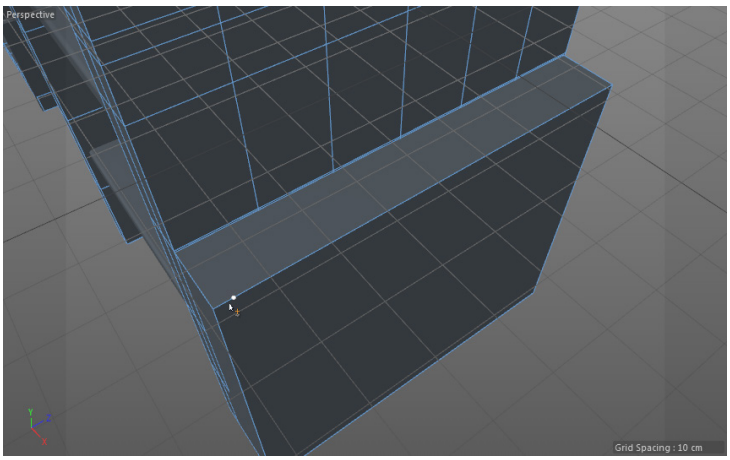
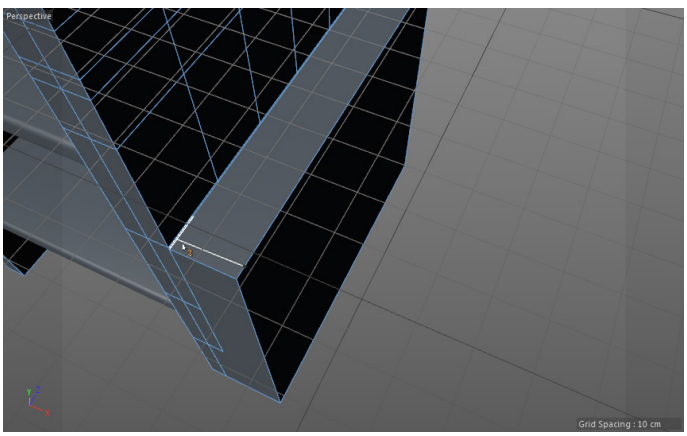
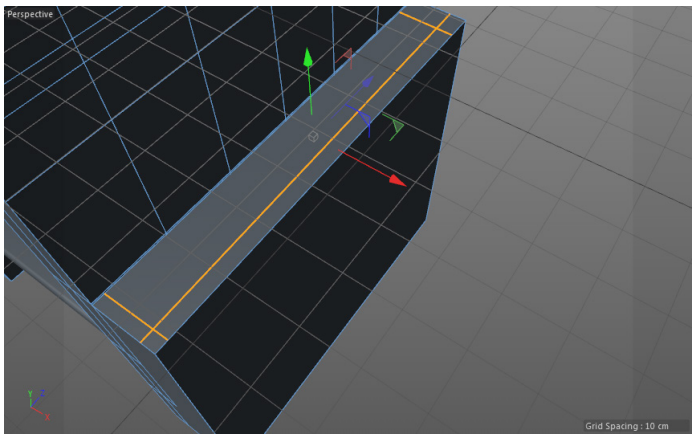

Figure 3-58 *Clicking on an edge*
Figure 3-59 *Clicking on second edge to create a new edge*
Figure 3-60 *Three new edges added to the magazine stand*
6. Choose the **Edges** tool in the Modes palette and make sure the **Polygon Pen** tool is chosen in the Modeling Tool Palette. Next, click on an edge, as shown in Figure 3-58 and then click again on another edge; a new edge is created, as shown in Figure 3-59. Similarly, create two more edges, refer to Figure 3-60.